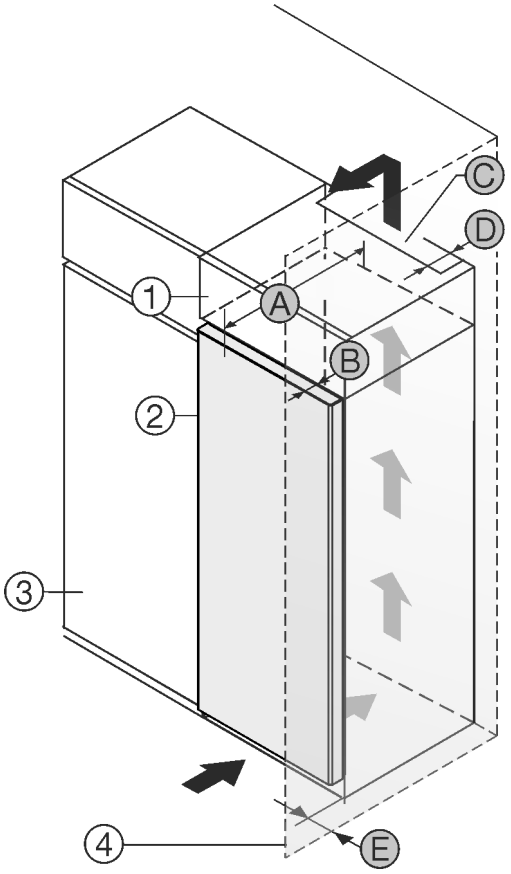

Fig. 1
Set up the appliance directly next to the kitchen cabinet *Fig. 1 (3)*.
There must be a ventilation shaft at the depth *Fig. 1 (D)* of the back of the top cupboard over the entire width of the top cupboard.
The cross section of the ventilation gap *Fig. 1 (C)* must be maintained below the ceiling.
If the appliance is installed with the hinges next to a wall *Fig. 1 (4)*, the distance between the appliance and the wall must be at least 13 mm.
If the appliance is installed with the hinges next to a wall *Fig. 1 (4)*, the distance between the appliance and the wall must be at least 20 mm.
In order to be able to fully open the door, the appliance must protrude by the depth *Fig. 1 (B)* of the door from the front of the kitchen cabinet. Regardless of the depth of the kitchen cabinets *Fig. 1 (3)* and use of wall spaces, the appliance can protrude further.